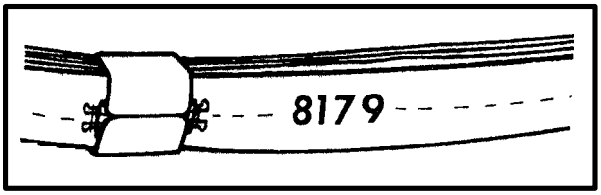

*Figure 6-23. Sample Inspection Date Marking*
**f. Inspection.** The unit can conduct its own inspection. Each nylon and chain multileg sling must be marked with 1-inch letters showing the date that the set was first placed in use (Figure 6-23). This means the first day the sling is used, not the day of issue. The marked date is used in determining when the next required inspection is due. Although the slings are routinely inspected before and after each use, they must be thoroughly inspected every 6 months.
**(1)** If the sling is found satisfactory for further use, the old date is marked over and the new date applied. The date can be the calendar date or Julian date as shown in Figure 6-23. The dates will be applied using either orange-yellow parachute marking ink, orange tube-type marker, strata blue parachute marking ink, or strata blue tube-type marker. If the old date was marked with strata blue, mark over the area with strata blue ink and apply the new date using orange-yellow ink. Do just the opposite if the old date was marked with orange-yellow ink. Only one date should appear on the sling. An alternate method for recording the inspection date is to attach a metal tag to the sling set to identify the last inspection date.